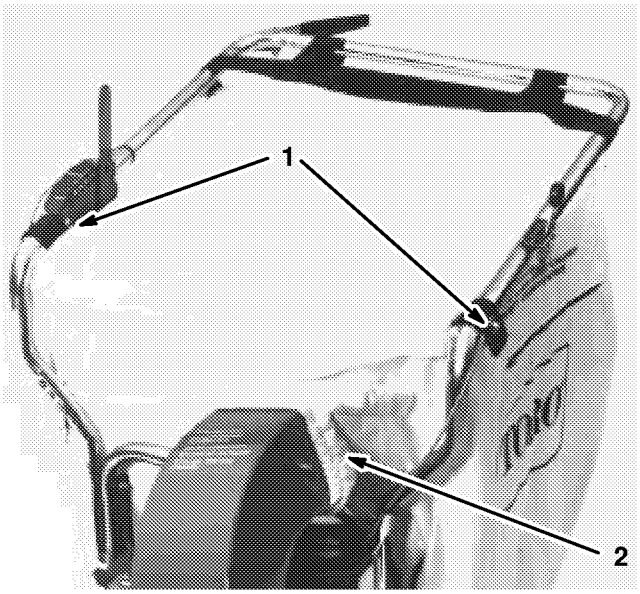

Abbildung 8
2. Den Sack am Lenker durch einhängen der Laschen über die Haltestifte und der Sacklaschen über dem Holm anbringen (Abb. 8).
3. Elastische Sacköffnung über den Kanal streifen (Abb. 8).